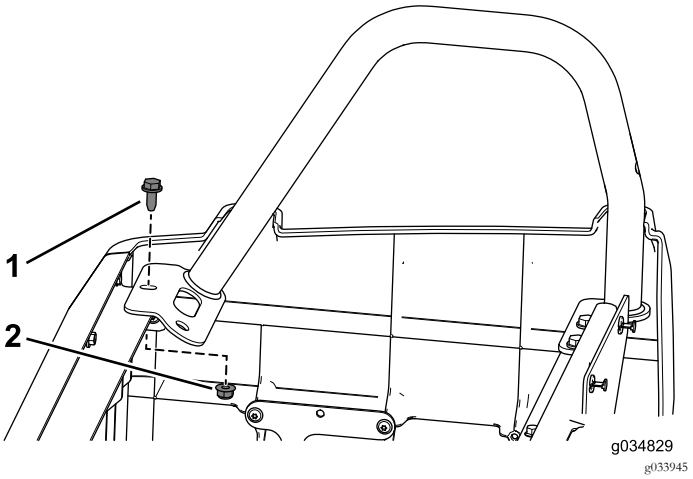

Figuur 53
1. Verwijder de voorste flensbout en flensmoer van de heupsteun rechts (Figuur 53).